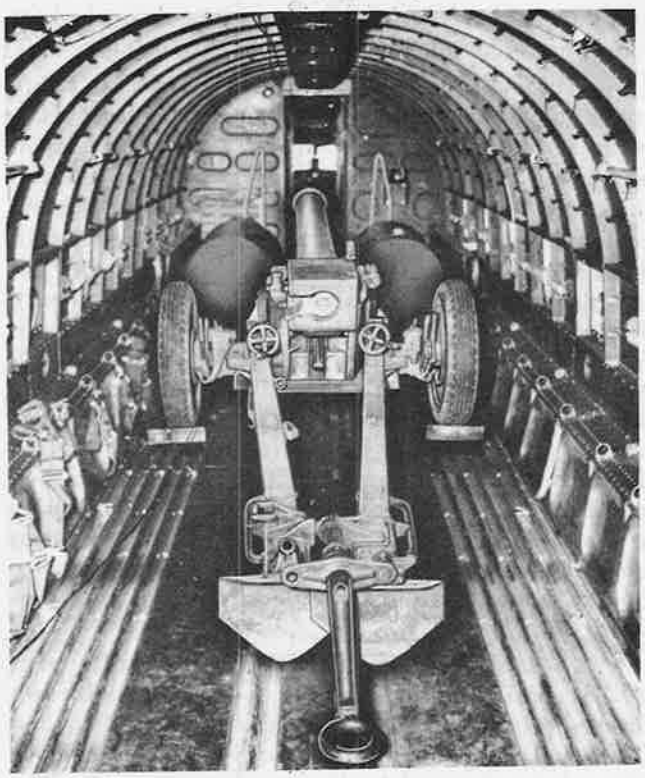

Figure 615—Field Howitzer in Loaded Position
(b) TO LOAD THE 75-mm HOWITZER FIELD GUN. *(See figure 615.)*
7. When the plow is in the required position the left wheel may be unlocked and the howitzer pulled forward into the cargo compartment. The plow must be carried along until it clears the cargo door sill. As it passes through the entrance, the plow should be moved toward the center of the main cargo compartment and set on the floor. (See figure 615.)